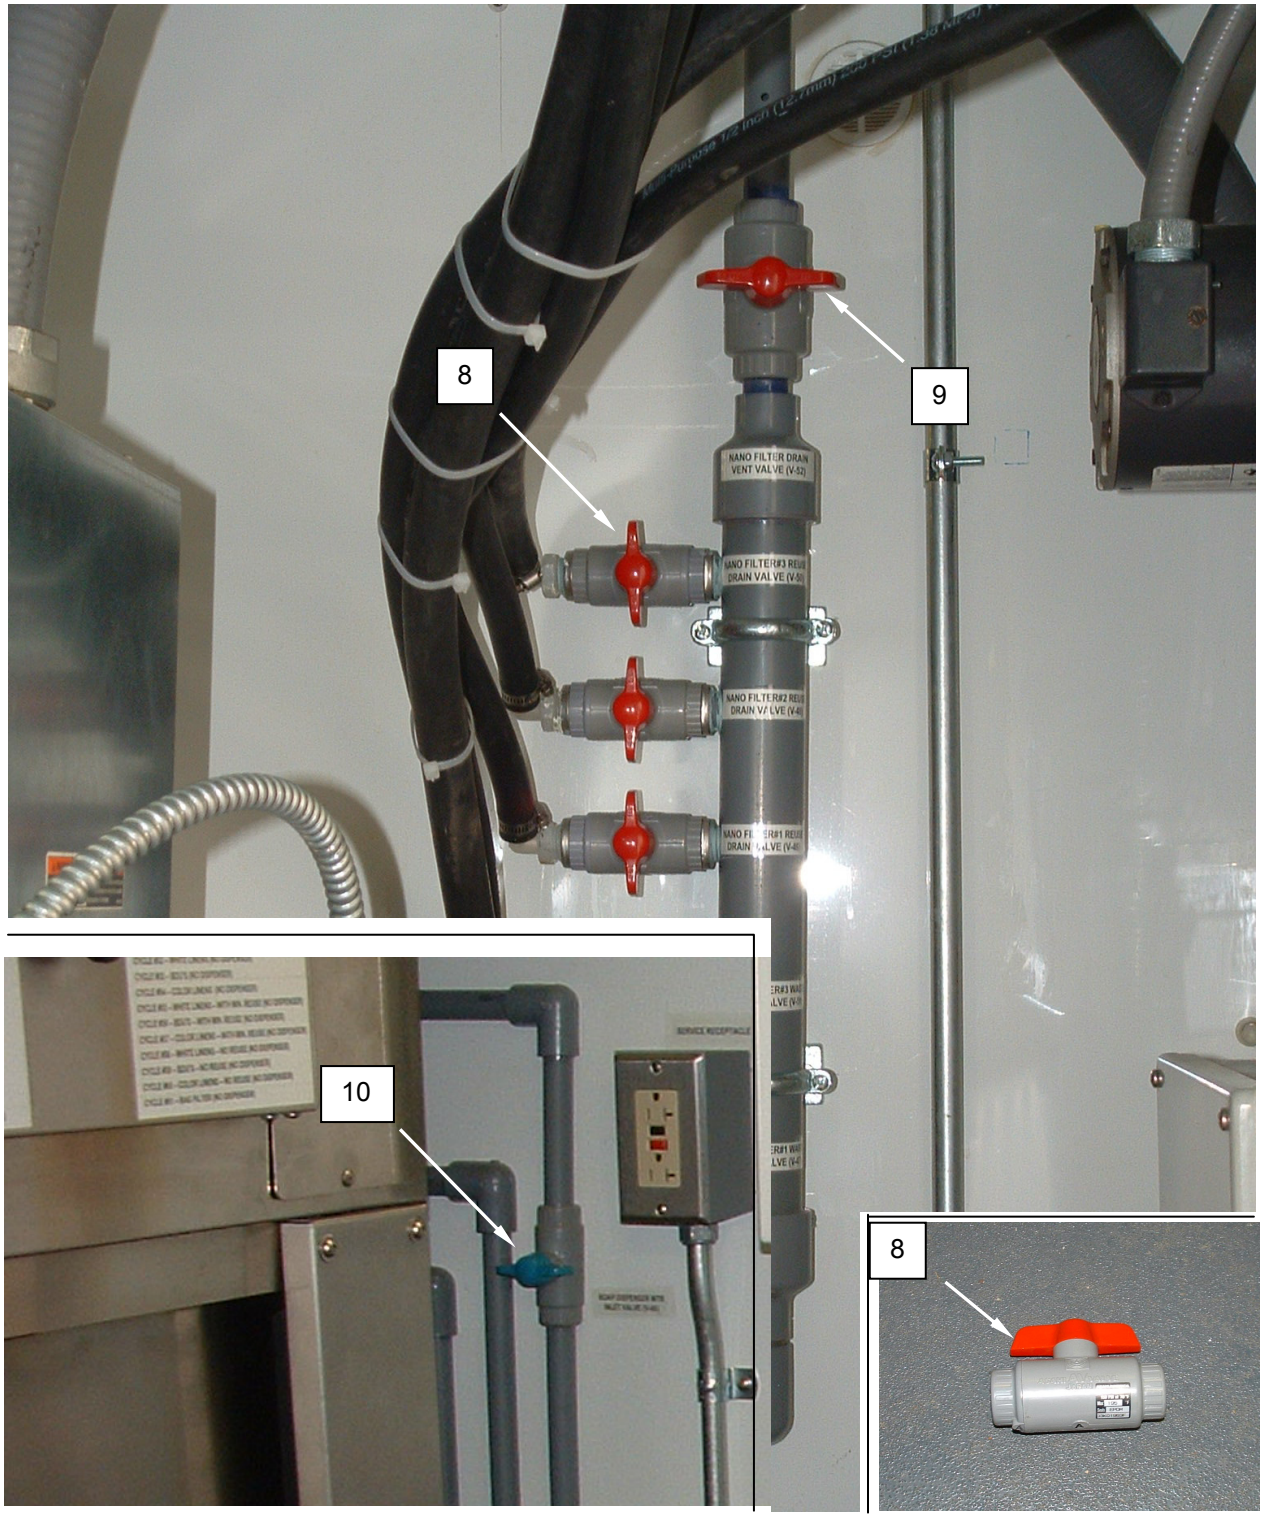

Figure 4. Replace PVC Hand Operated Valves and Check Valves.
3. Unscrew or cut out damaged CPVC valve **(Figure 4, Item 8)** as required.
Valves V-52 **(Figure 4, Item 9)** and V-60 **(Figure 4, Item 10)** may require the installation of a coupling and an additional 2-inch section of PVC pipe for installation.
5. Install replacement CPVC valve **(Figure 4, Item 8)** and fittings as necessary, and cement in place.